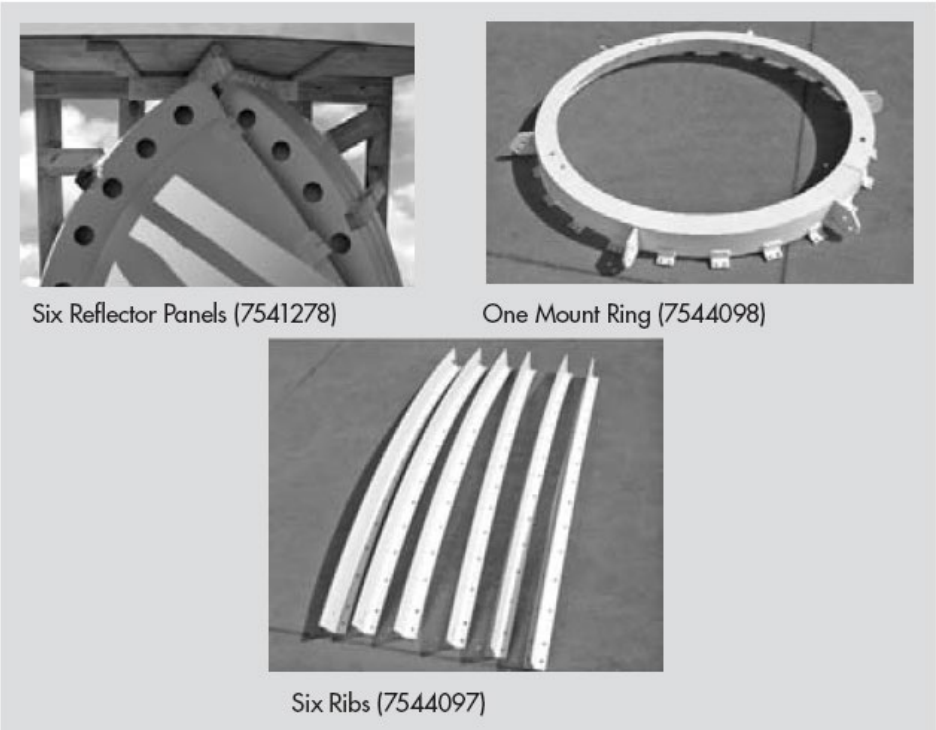

Figure 43
Step 3 — Identify and organize antenna parts as shown in the following illustrations and photos. **Note:** All reflector segments are identified individually by one or two letter designation (A,B,C,D,E,F,A-B, B-C, C-D, and E-F). Locate the markings on the reflector segments in order to assemble the reflector in the proper sequence. See figure 43, for parts with stamped I.D. letters.